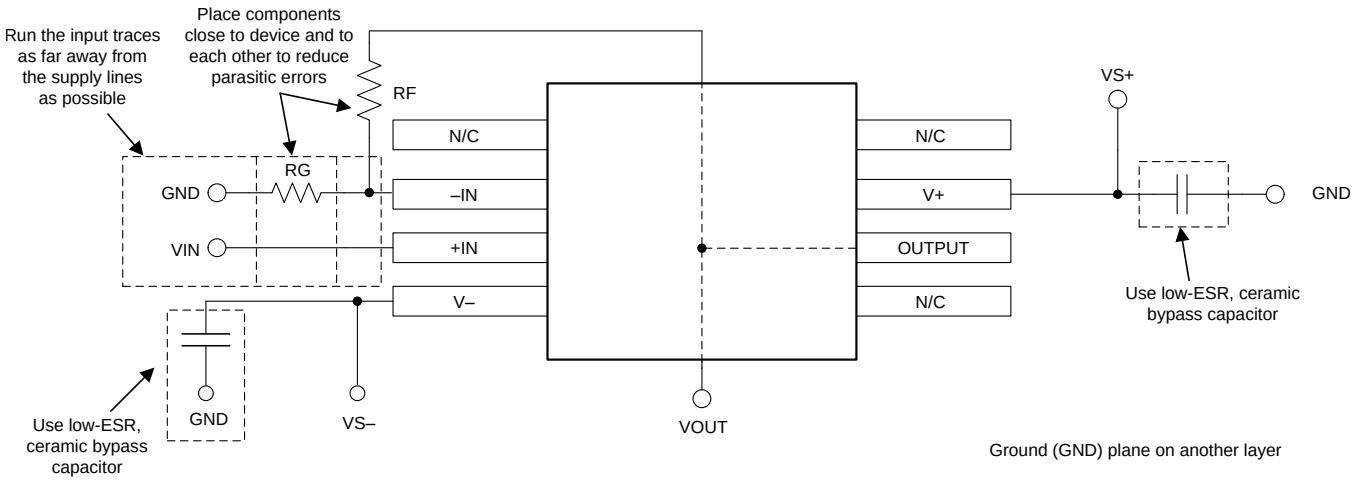

图 67. Operational Amplifier Board Layout for Noninverting Configuration
- Place the external components as close to the device as possible. As shown in 图 67, keeping RF and RG close to the inverting input minimizes parasitic capacitance.